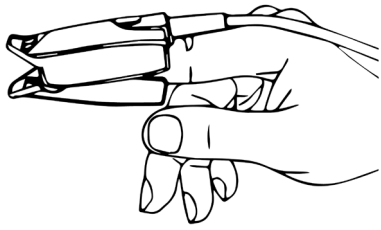

Figura 3.1.1
3. Inserire un dito (l'indice è preferibile, l'unghia non deve essere troppo lunga) nella clip del sensore in corrispondenza con il segno del dito, come mostrato nella figura 3.1.1.